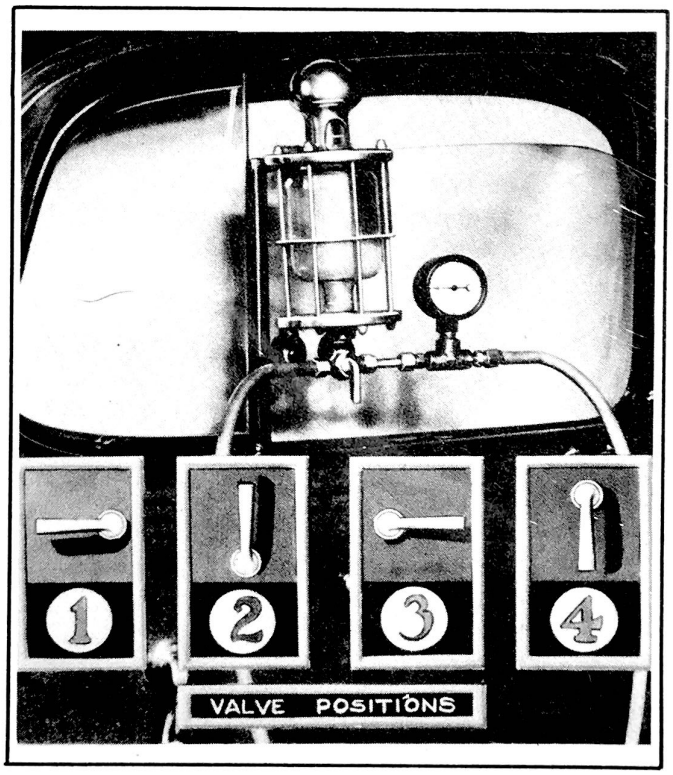

Figure 77 - Fuel Pump Test
The equipment shown in Fig. 77 makes it possible to take the above two readings without disturbing the functioning of the fuel system and the engine may be operated in the shop or on the road at any speed using the fuel from the car gasoline tank. Readings can be taken from the drivers seat.
Remove the fuel line from the fuel pump to the carburetor. Install the testing equipment as shown in Fig. 77 and connect the hose from the rear to the fuel pump outlet and the hose from the front to the carburetor inlet.
FUEL PUMP DELIVERY PRESSURE TEST. Turn the valve to position 3 in Fig. 77 and start the engine. With the valve in this position the pump will deliver fuel directly to the carburetor and the delivery pressure will be shown on the gauge.
FUEL PUMP FUEL DELIVERY TEST. Turn the valve to position (1), Fig. 77, and the gauge glass will fill with gasoline while fuel is still being supplied directly to the engine.
1. Valve in position 3 Fig. 77 the pressure should show at least one pound pressure.